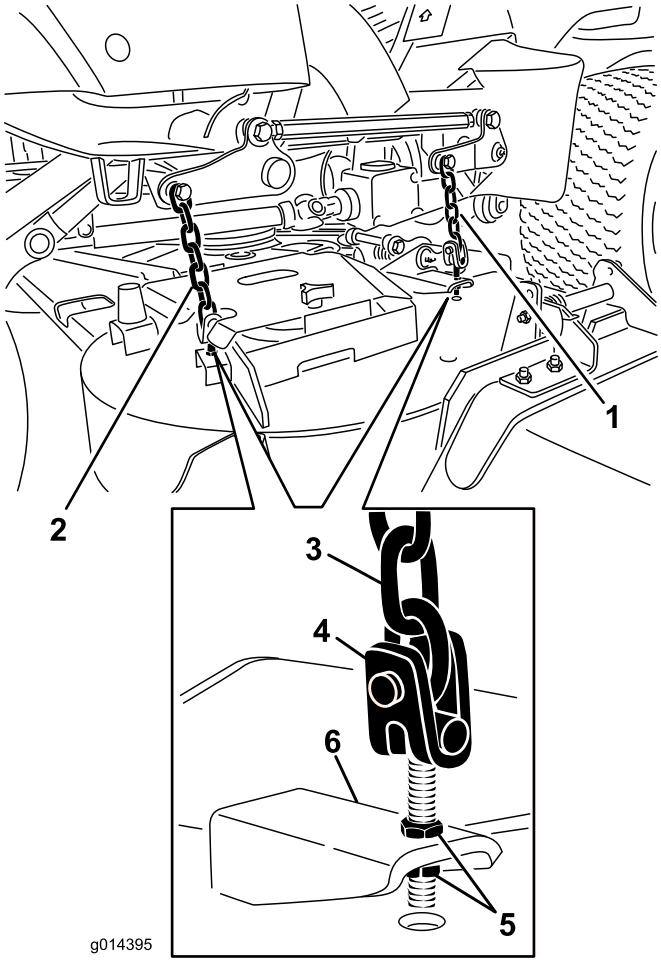

Figuur 70
8. Draai aan de contramoeren waarmee de gaffels/kettingen van het maaidek zijn bevestigd aan het maaidek, totdat het maaidek horizontaal staat (Figuur 70).
7. Draai aan de contramoeren waarmee de gaffels/kettingen van het maaidek vastzitten, om de achterkant van het maaidek hoger te zetten, zodat de schuinstand 8 mm is (Figuur 70).